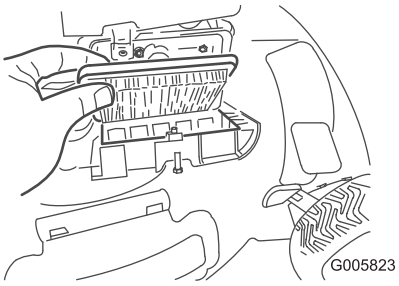

Figura 21
1. Aprite il coperchio del filtro dell'aria con un cacciavite (Figura 21).